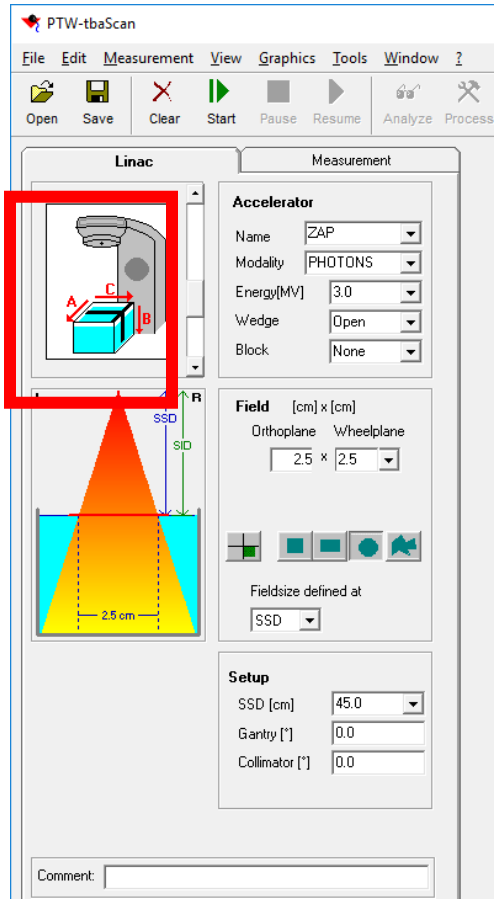

Figure 1-15. Onglet Linac
c. Cliquez sur **OK** et saisissez les informations comme indiqué sur l'onglet Linac en utilisant un cône de 25 mm comme exemple. L'écran affiche 2,5 cm x 2,5 cm (voir Figure 1-15).
2. Dans l'onglet Linac, définissez la taille du champ sur 2,5 cm x 2,5 cm (voir l'exemple dans Figure 1-15).